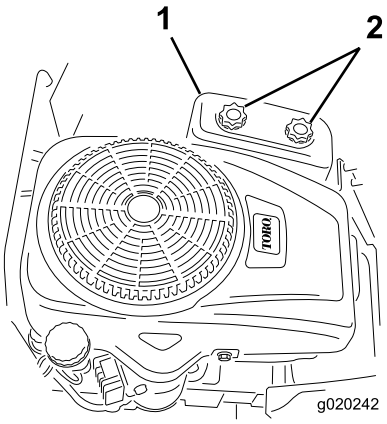

Figuur 31
4. Verwijder het luchtfilterdeksel door de 2 knoppen los te draaien (Figuur 31).
3. Monteer het luchtfilterdeksel en draai de twee knoppen vast (Figuur 31).